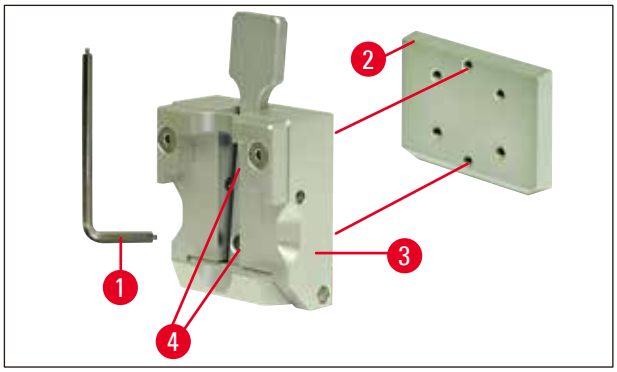

图 10
3. 要从样品夹 (→ 图 10-2) 上卸下燕尾榫 (→ 图 10-3)，请松开燕尾榫的两个螺丝 (→ 图 10-4) (→ 图 10)。同样使用带手柄的 3 号内六角扳手。